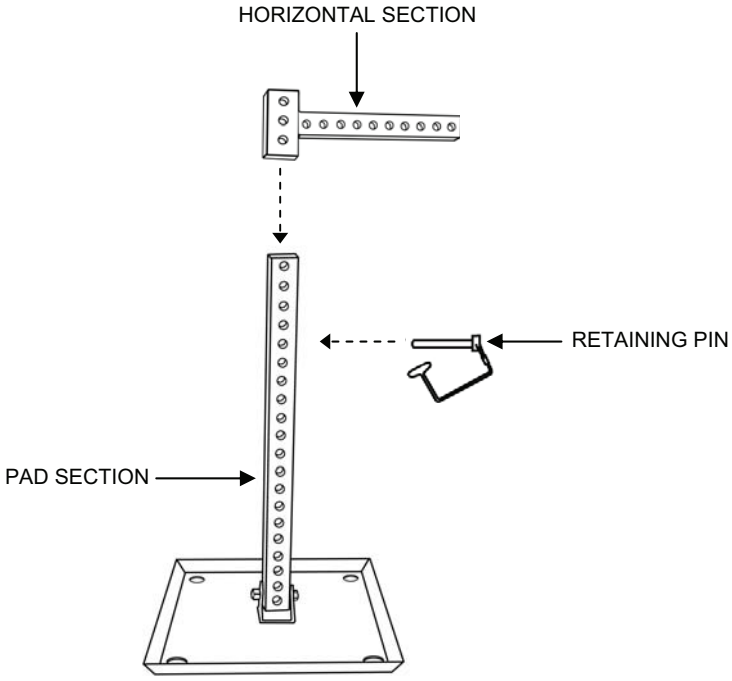

Figure 7. Deck Support Assembly.
5. Assemble the deck supports by sliding a horizontal section onto each pad section and securing it with the retaining pin (Figure 7).